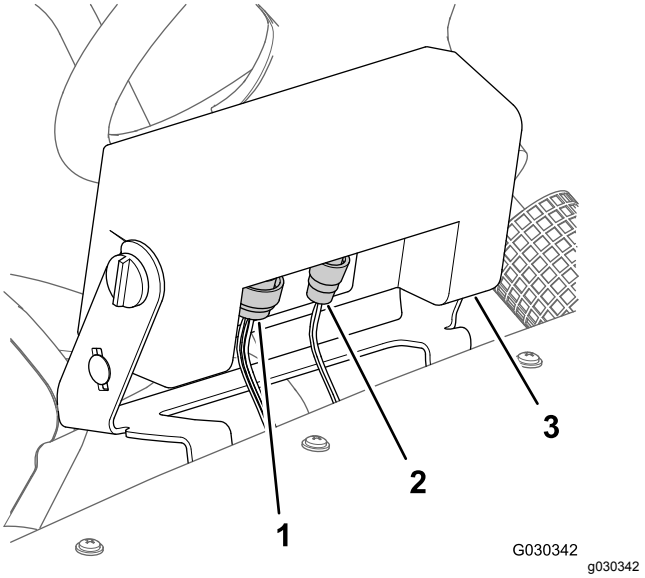

Figur 5
1. Forrest på Pro Control-konsollen kobles konnektoren med 3 ben på maskinens ledningsnet fra konnektoren med 3 sokler på kontrolkonsollen (Figur 5).
2. Frakobl konnektoren med 16 sokler fra konnektoren med 16 sokler på kontrolkonsollen (Figur 5).